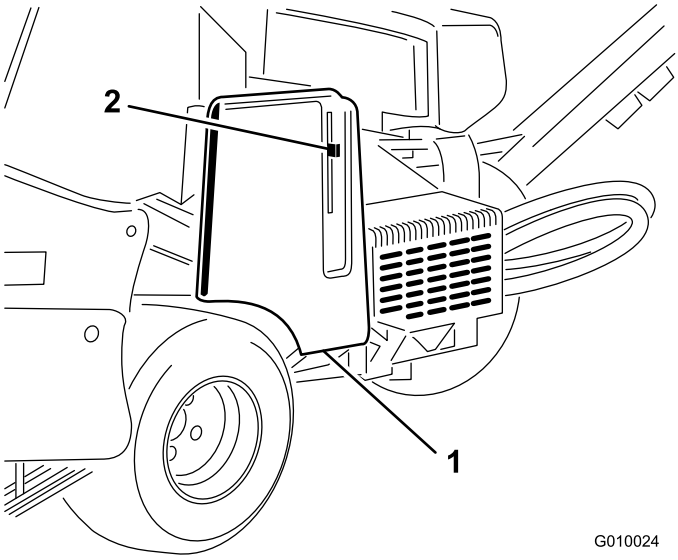

Figur 18
2. Lossa och ta bort remkåpan (Figur 18).